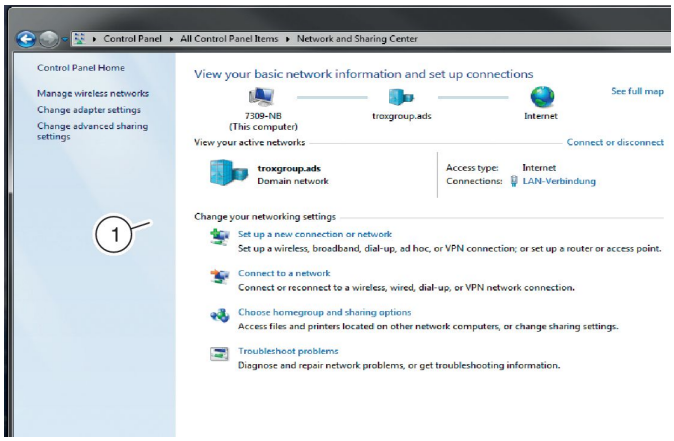

Fig. 37: Setting up a new connection or network
2. Select *'Set up a new connection or network'* (Fig. 37/1).